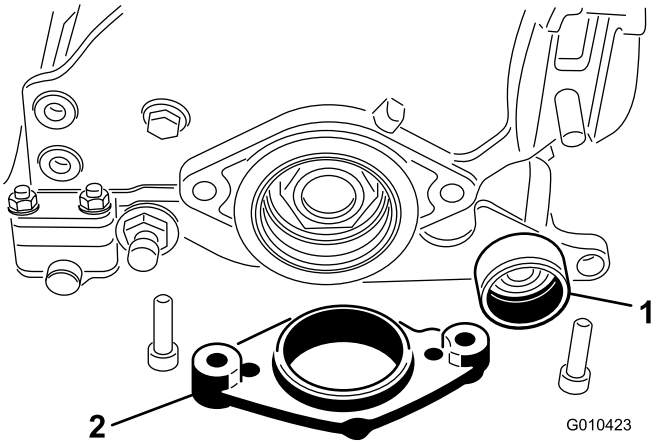

Figur 9
6. Påfør smøremiddel på tetningen i den høyre støtten for sideplatelager og på enden av trimsatsakselen (Figur 9).
7. Før den andre enden av trimsatsakselen inn i den høyre støtten for sideplatelager (Figur 9).
8. Før motormonteringen inn på sideplaten (Figur 9).
9. Fest motormonteringen og sideplaten til den høyre siden av klippeenheten med de to boltene og mutrene som ble fjernet tidligere (Figur 9).